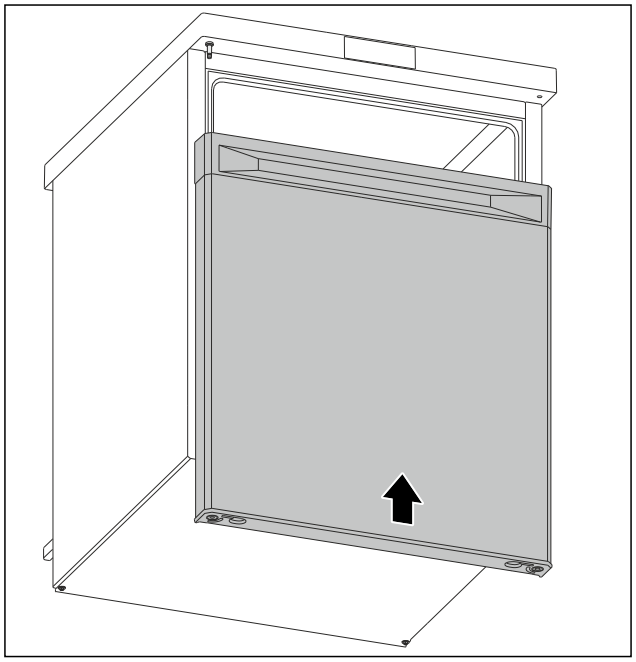

Fig. 15
- ▶ V zavřeném stavu nasaďte dvířka na horní čep. (viz Fig. 15)